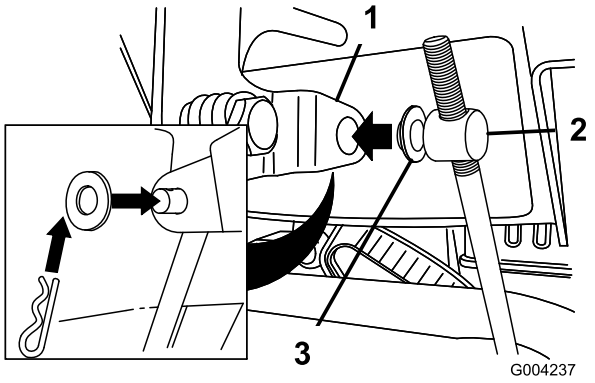

Bild 11
3. Entfernen Sie den Splint und die äußere Scheibe vom Drehzapfen am oberen Ende des Geschwindigkeitseinstellgestänges (Bild 11).
Hinweis: Lassen Sie die Flachscheibe auf dem Drehzapfen, um den Einbau zu vereinfachen (Bild 11).
6. Heben Sie das Geschwindigkeitseinstellgestänge an und setzen Sie den Drehzapfen in das Loch im Geschwindigkeitsschalthebel (Bild 11).